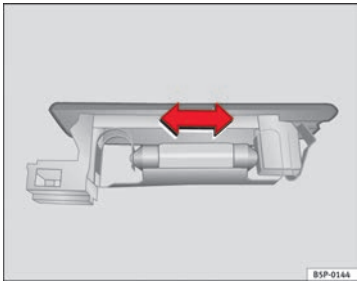

Fig. 196 Luggage compartment light
– Press the bulb sideways and remove it from its housing ⇒ Fig. 196. ■